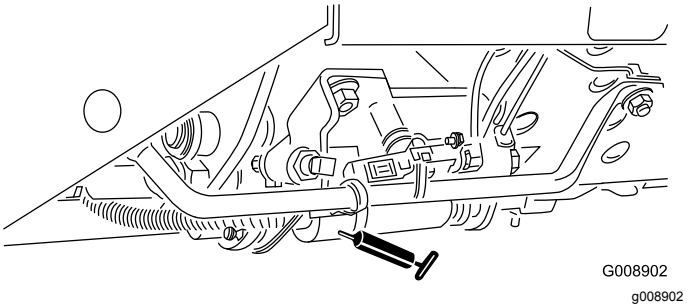

Figuur 57
- Schuif voor maaien/transport (Figuur 57)